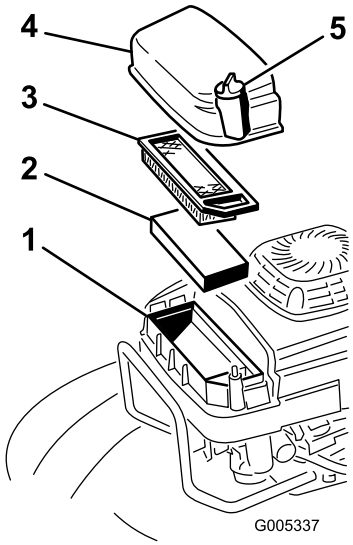

Figura 26
2. Togliete la vite che blocca il coperchio del filtro dell'aria (Figura 26).
3. Togliete il coperchio e pulitelo accuratamente (Figura 26).
4. Togliete e controllate i filtri di carta dell'aria (Figura 26) e gettateli se sono eccessivamente sporchi.